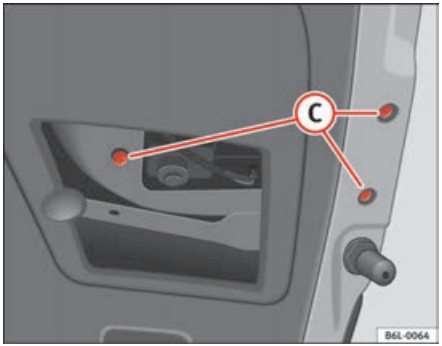

Fig. 163 Rear light on tailgate
– Extract the bolts (C) ⇒ page 224, fig. 163 and disconnect the connector.